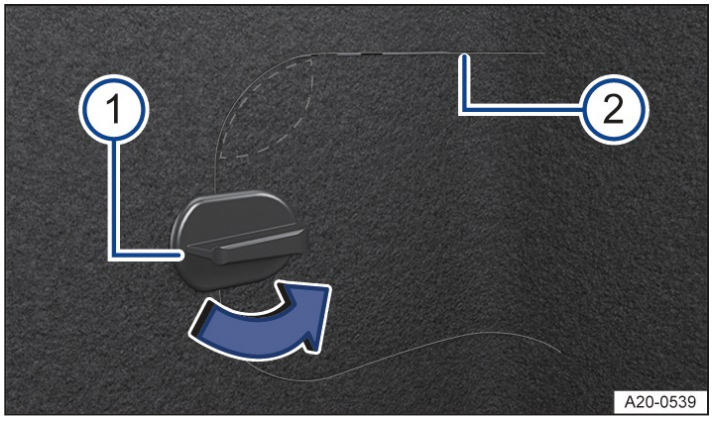

Fig. 3 Lower right-hand side of the luggage compartment trim: flap for the manual release.
2. Turn the catch on the flap by 90°→ *Fig. 3* (1) (blue arrow).
3. Press in the area above the catch → *Fig. 3* (highlighted area).
4. Reach into the opening and release the flap by pulling. If necessary, use a suitable tool at the separation points → *Fig. 3* (2).